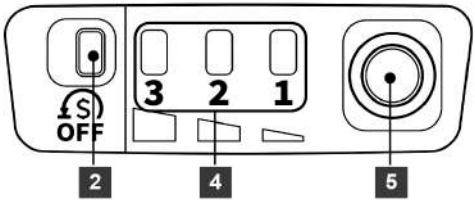

Рис. 10
Модели **CW 2004SL и CW 2009SL** (рис. 10)
Модели CW 2004SL и CW 2009SL имеют три режима ограничения максимальной частоты вращения, переключаемые последовательным нажатием на кнопку переключения скорости «5» (Рис. 10).
2. Нажмите кнопку «5» на панели управления (Рис. 10). На панели управления загорится индикатор «2» включения режима «автостопа» (Рис. 10).